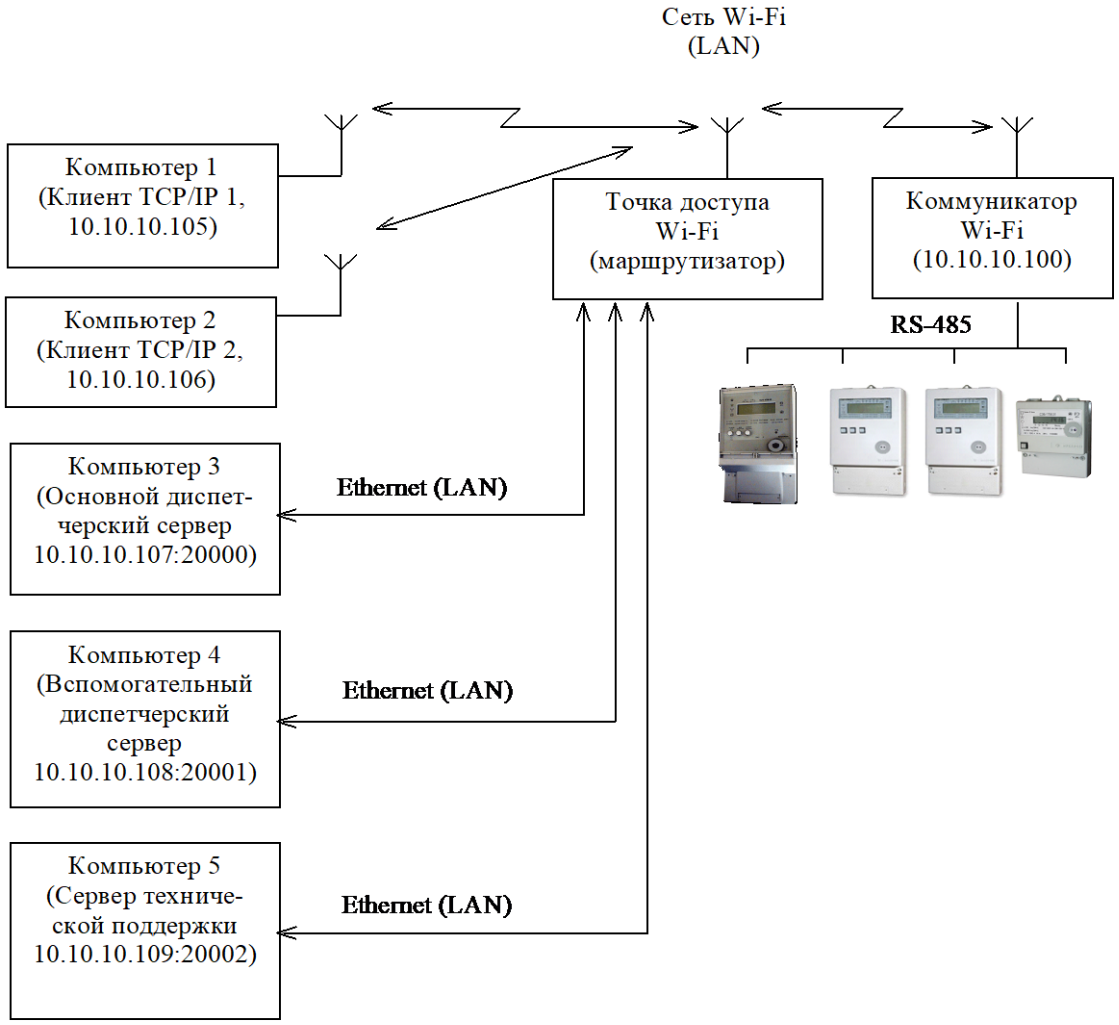

Рисунок 18 - Схема системы для работы в локальной сети Wi-Fi без выхода в Интернет
– 20000 – для основного диспетчерского сервера (компьютер 3, рисунок 18):
– 20001 – для вспомогательного диспетчерского сервера (компьютер 4, рисунок 18);
– 20002 – для сервера технической поддержки (компьютер 5, рисунок 18).
– в окна формы «IP-адрес», «Номер порта» основного и вспомогательного диспетчерского сервера ввести соответствующие параметры, аналогично параметрам, указанным на схеме рисунок 18 (для подключения к компьютеру 3 – адрес 10.10.10.107, порт 20000, для подключения к компьютеру 4 – адрес 10.10.10.108, порт 20001);